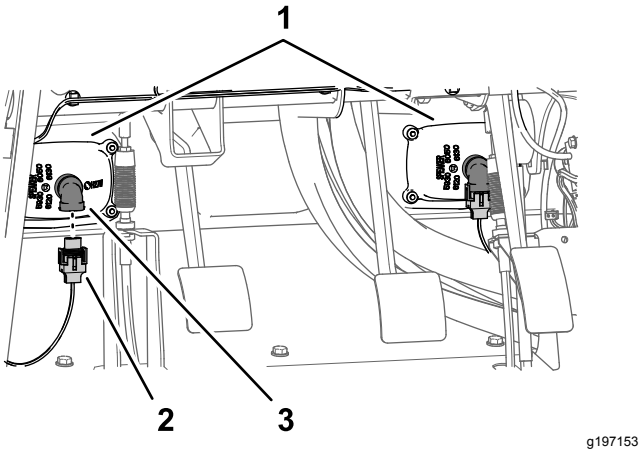

Figur 12
1. Koble de to elektriske kontaktene (med to sokler) på maskinens ledningssats fra kontaktene med to pinner på venstre og høyre frontlys (Figur 12).